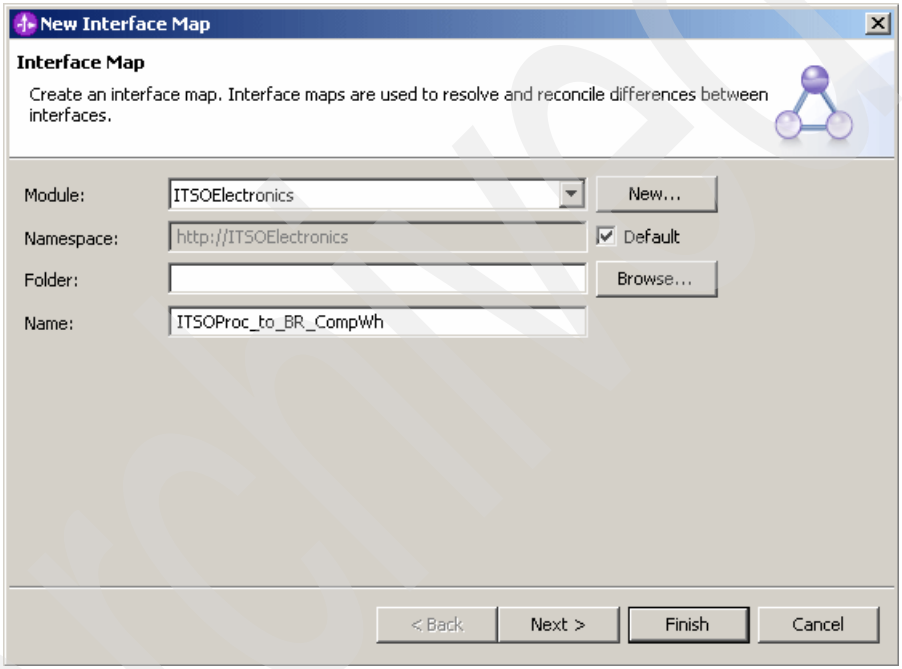

Figure 10-66 New Interface Map wizard: Creating an interface map
2. In the New Interface Map window (Figure 10-66), in the Name field, type `ITSOProc_to_BR_CompWh` and click **Next**.